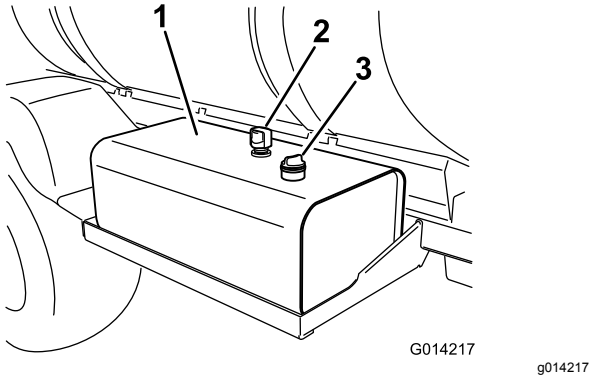

**Рисунок 89**
2. Очистите зону вокруг крышки гидравлического бака с масломерным щупом и снимите ее (Рисунок 89).